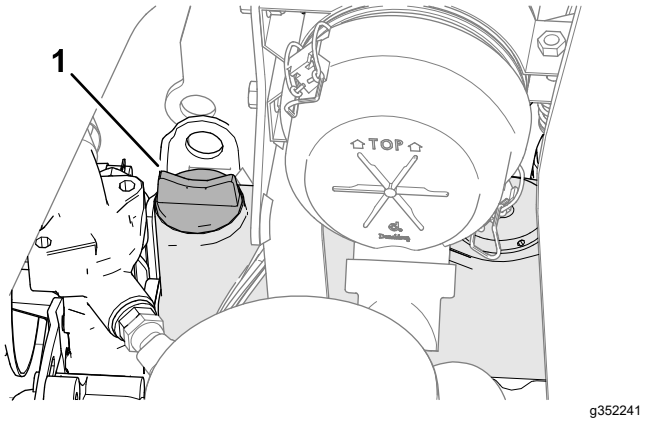

Figur 73
5. Hvis oliestanden er lav, skal du fjerne oliepåfyldningsdækslet (Figur 73) og gradvist fylde små mængder olie på og ofte kontrollere oliestanden, indtil den når FULL-mærket på målepinden.